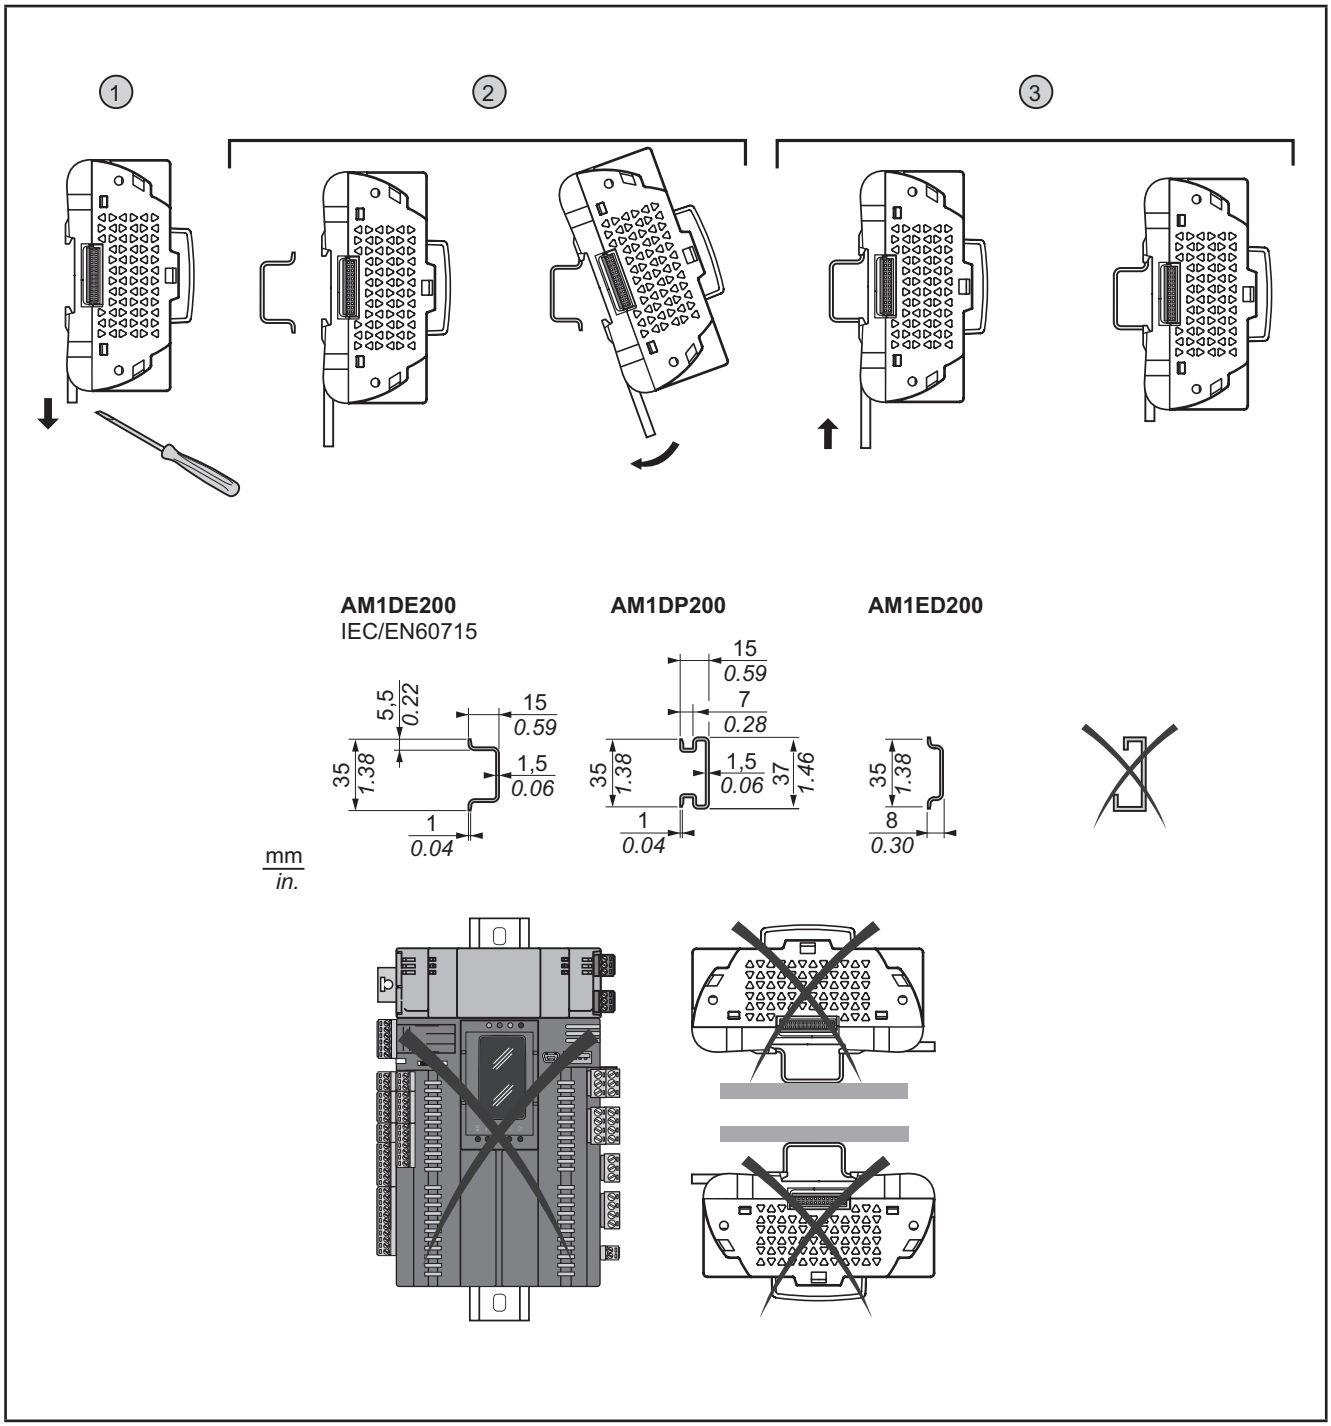
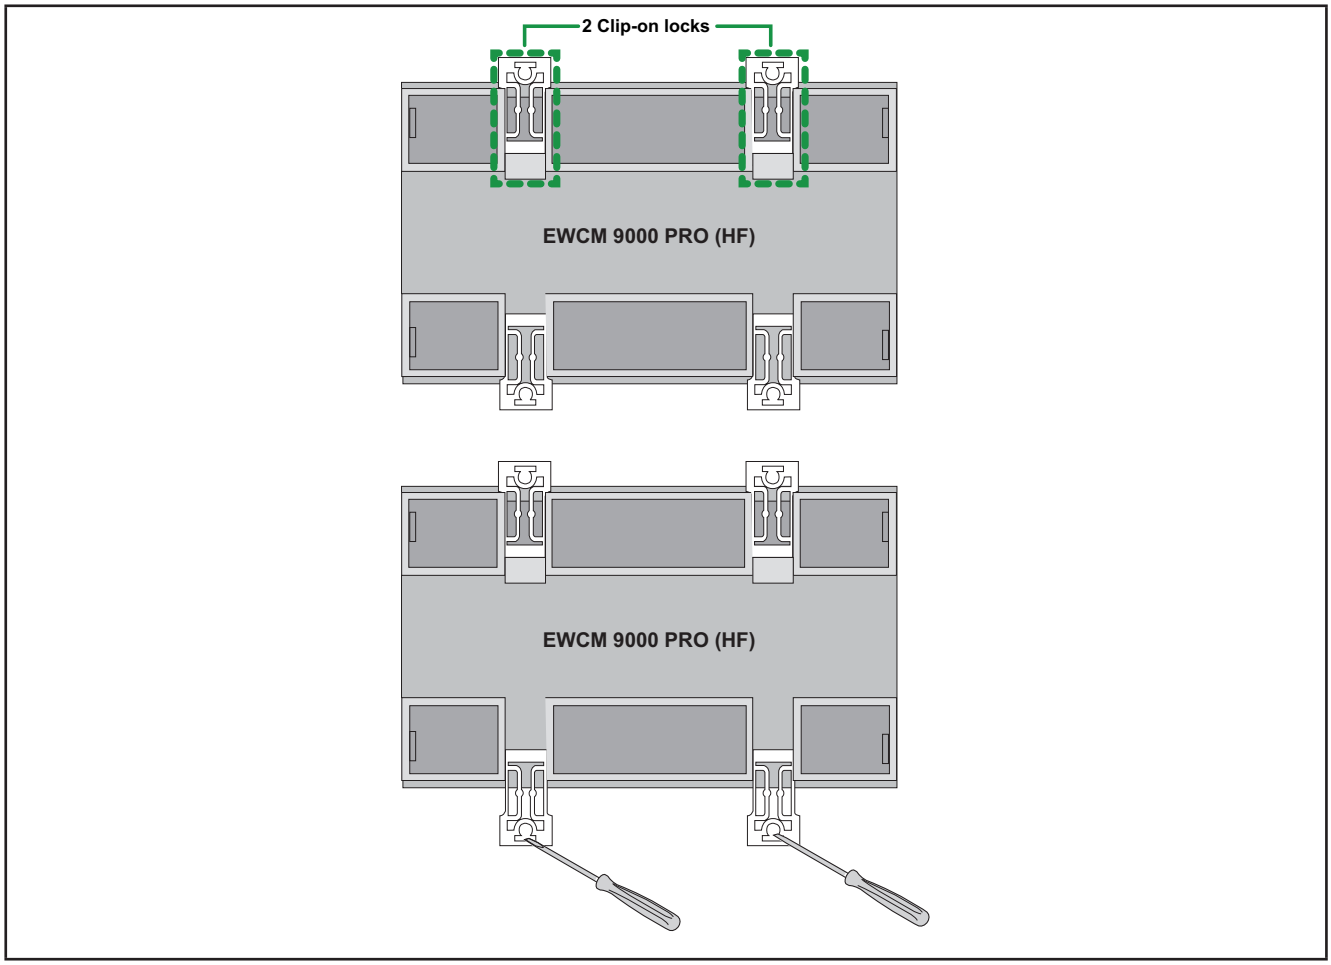
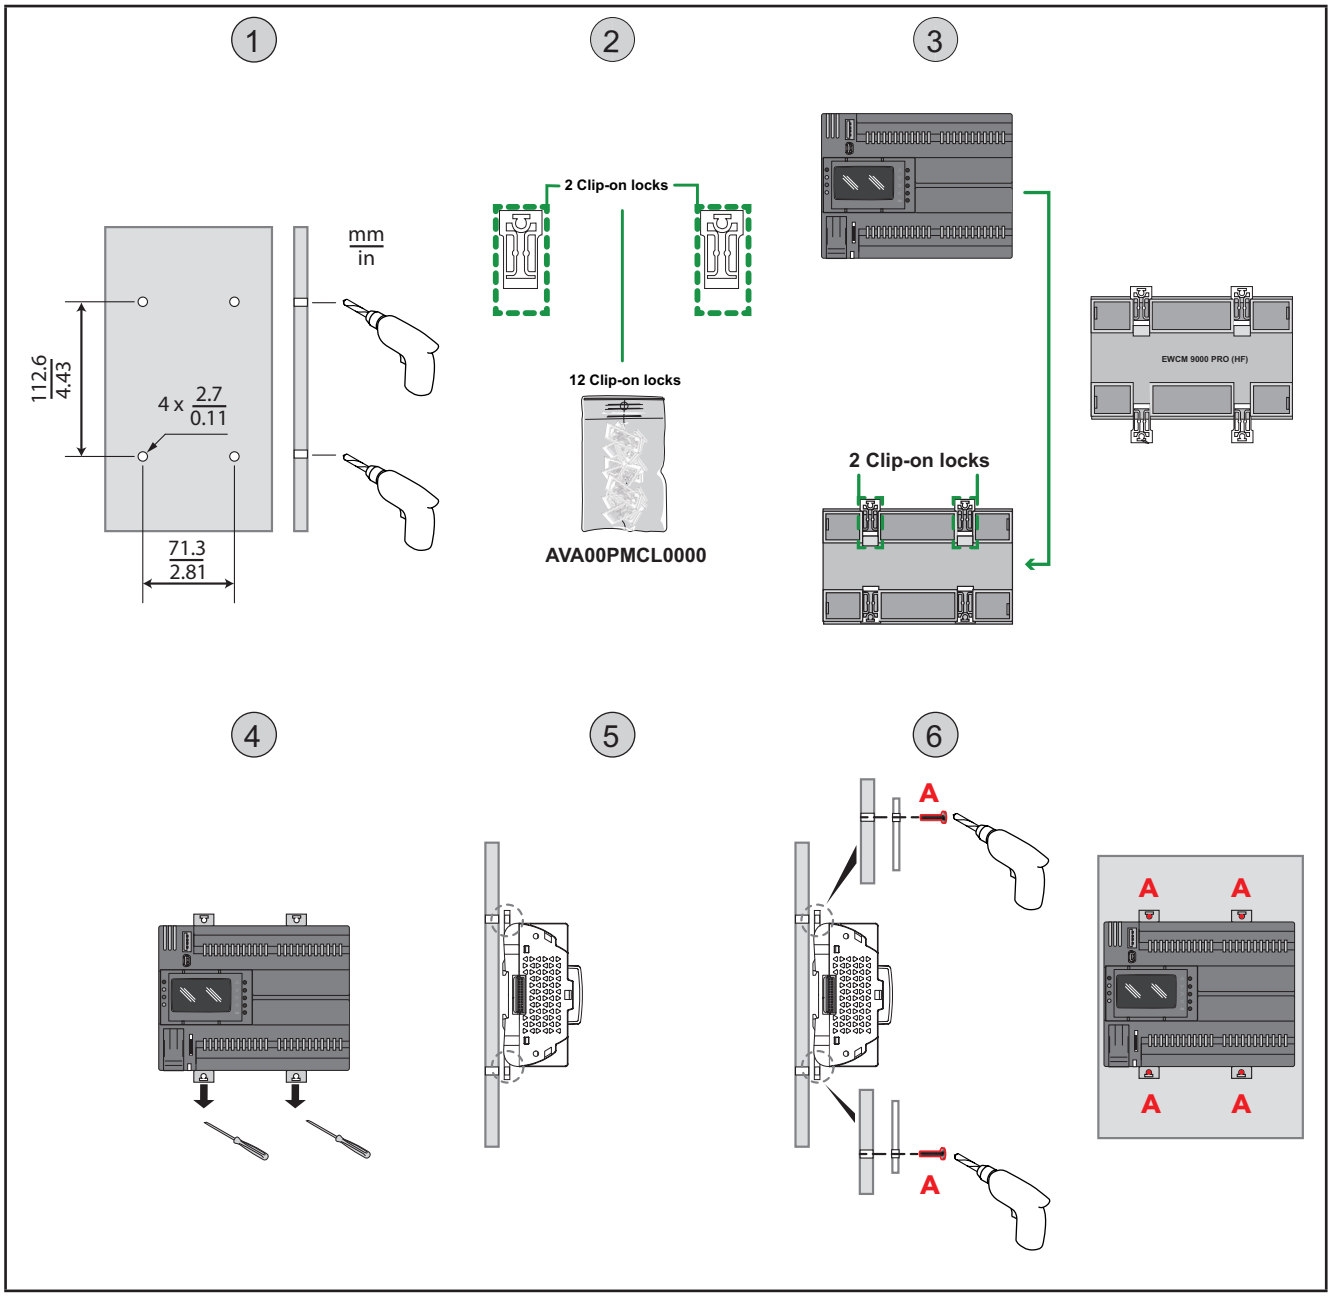

Fig. 5. Montage de EWCM 9000 PRO (HF) sur rail DIN
Fig. 12. Détails des broches de blocage
Fig. 13. Montage sur tableau du contrôleur EWCM 9000 PRO
L'instrument peut être installé sur rail 8DIN (consulter la **Fig. 5 page 21** et la **Fig. 12 page 26**).
L’appareil peut également être installé sur un tableau (voir **Fig. 12 page 26** et **Fig. 13 page 27**).
1. Percer quatre trous dans le tableau (pour connaître la distance entre les trous et leur diamètre, voir Fig. 13 page 27).
3. Installer deux broches de blocage sur la partie supérieure du contrôleur EWCM 9000 PRO (HF).
5. Aligner les quatre broches de blocage dans le contrôleur EWCM 9000 PRO (HF) par rapport aux quatre trous percés sur le tableau.
6. Fixer le contrôleur EWCM 9000 PRO (HF) à l'aide des vis.